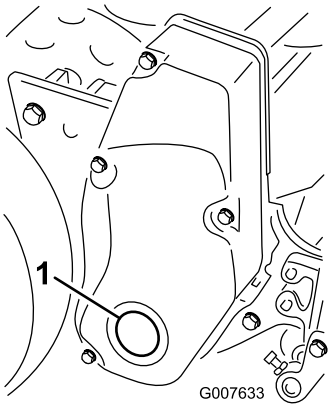

Rysunek 56
1. Zdemontuj zatyczkę w prawej pokrywie napędu wirnika (Rysunek 56).